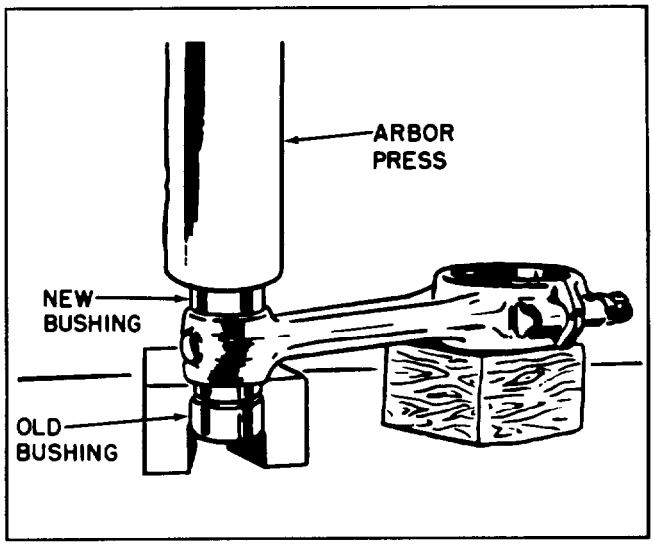

Figure 5-60. Connecting Rod Bushing Removal
c. If the bushing requires replacement, it should be pressed out of the rod as shown in figure 5-60, and the new bushing installed in a similar manner.